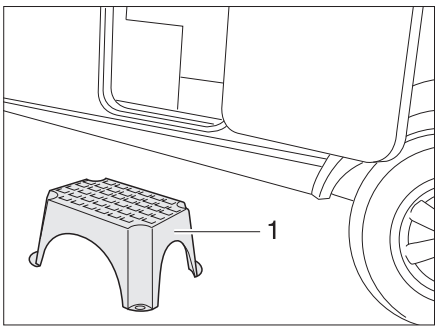

Fig. 16 Entrance step (free-standing)
- Place the entrance step (Fig. 16,1) in front of the entrance to the caravan.